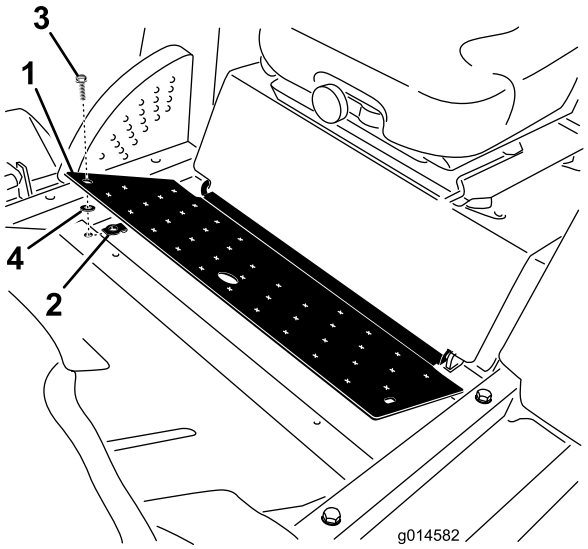

図 3
2. フロア・プレートの右前側の角の裏側にリテーナ・ナットを取り付ける（図 3）。